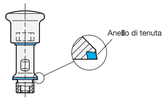

Figura 1
- È necessario assicurarsi che il perno di arresto venga utilizzato solo in combinazione con l'anello di tenuta fornito in dotazione. La guarnizione ha forma conica. È pertanto necessario fare attenzione alla corretta posizione di montaggio (Figura 1).
- Rispettando la posizione di montaggio indicata in figura 1 è possibile garantire un drenaggio autonomo dei liquidi.
- Le guarnizioni difettose devono essere sostituite (Figura 1). Utilizzare esclusivamente guarnizioni speciali di misura adeguata (GN 7600).